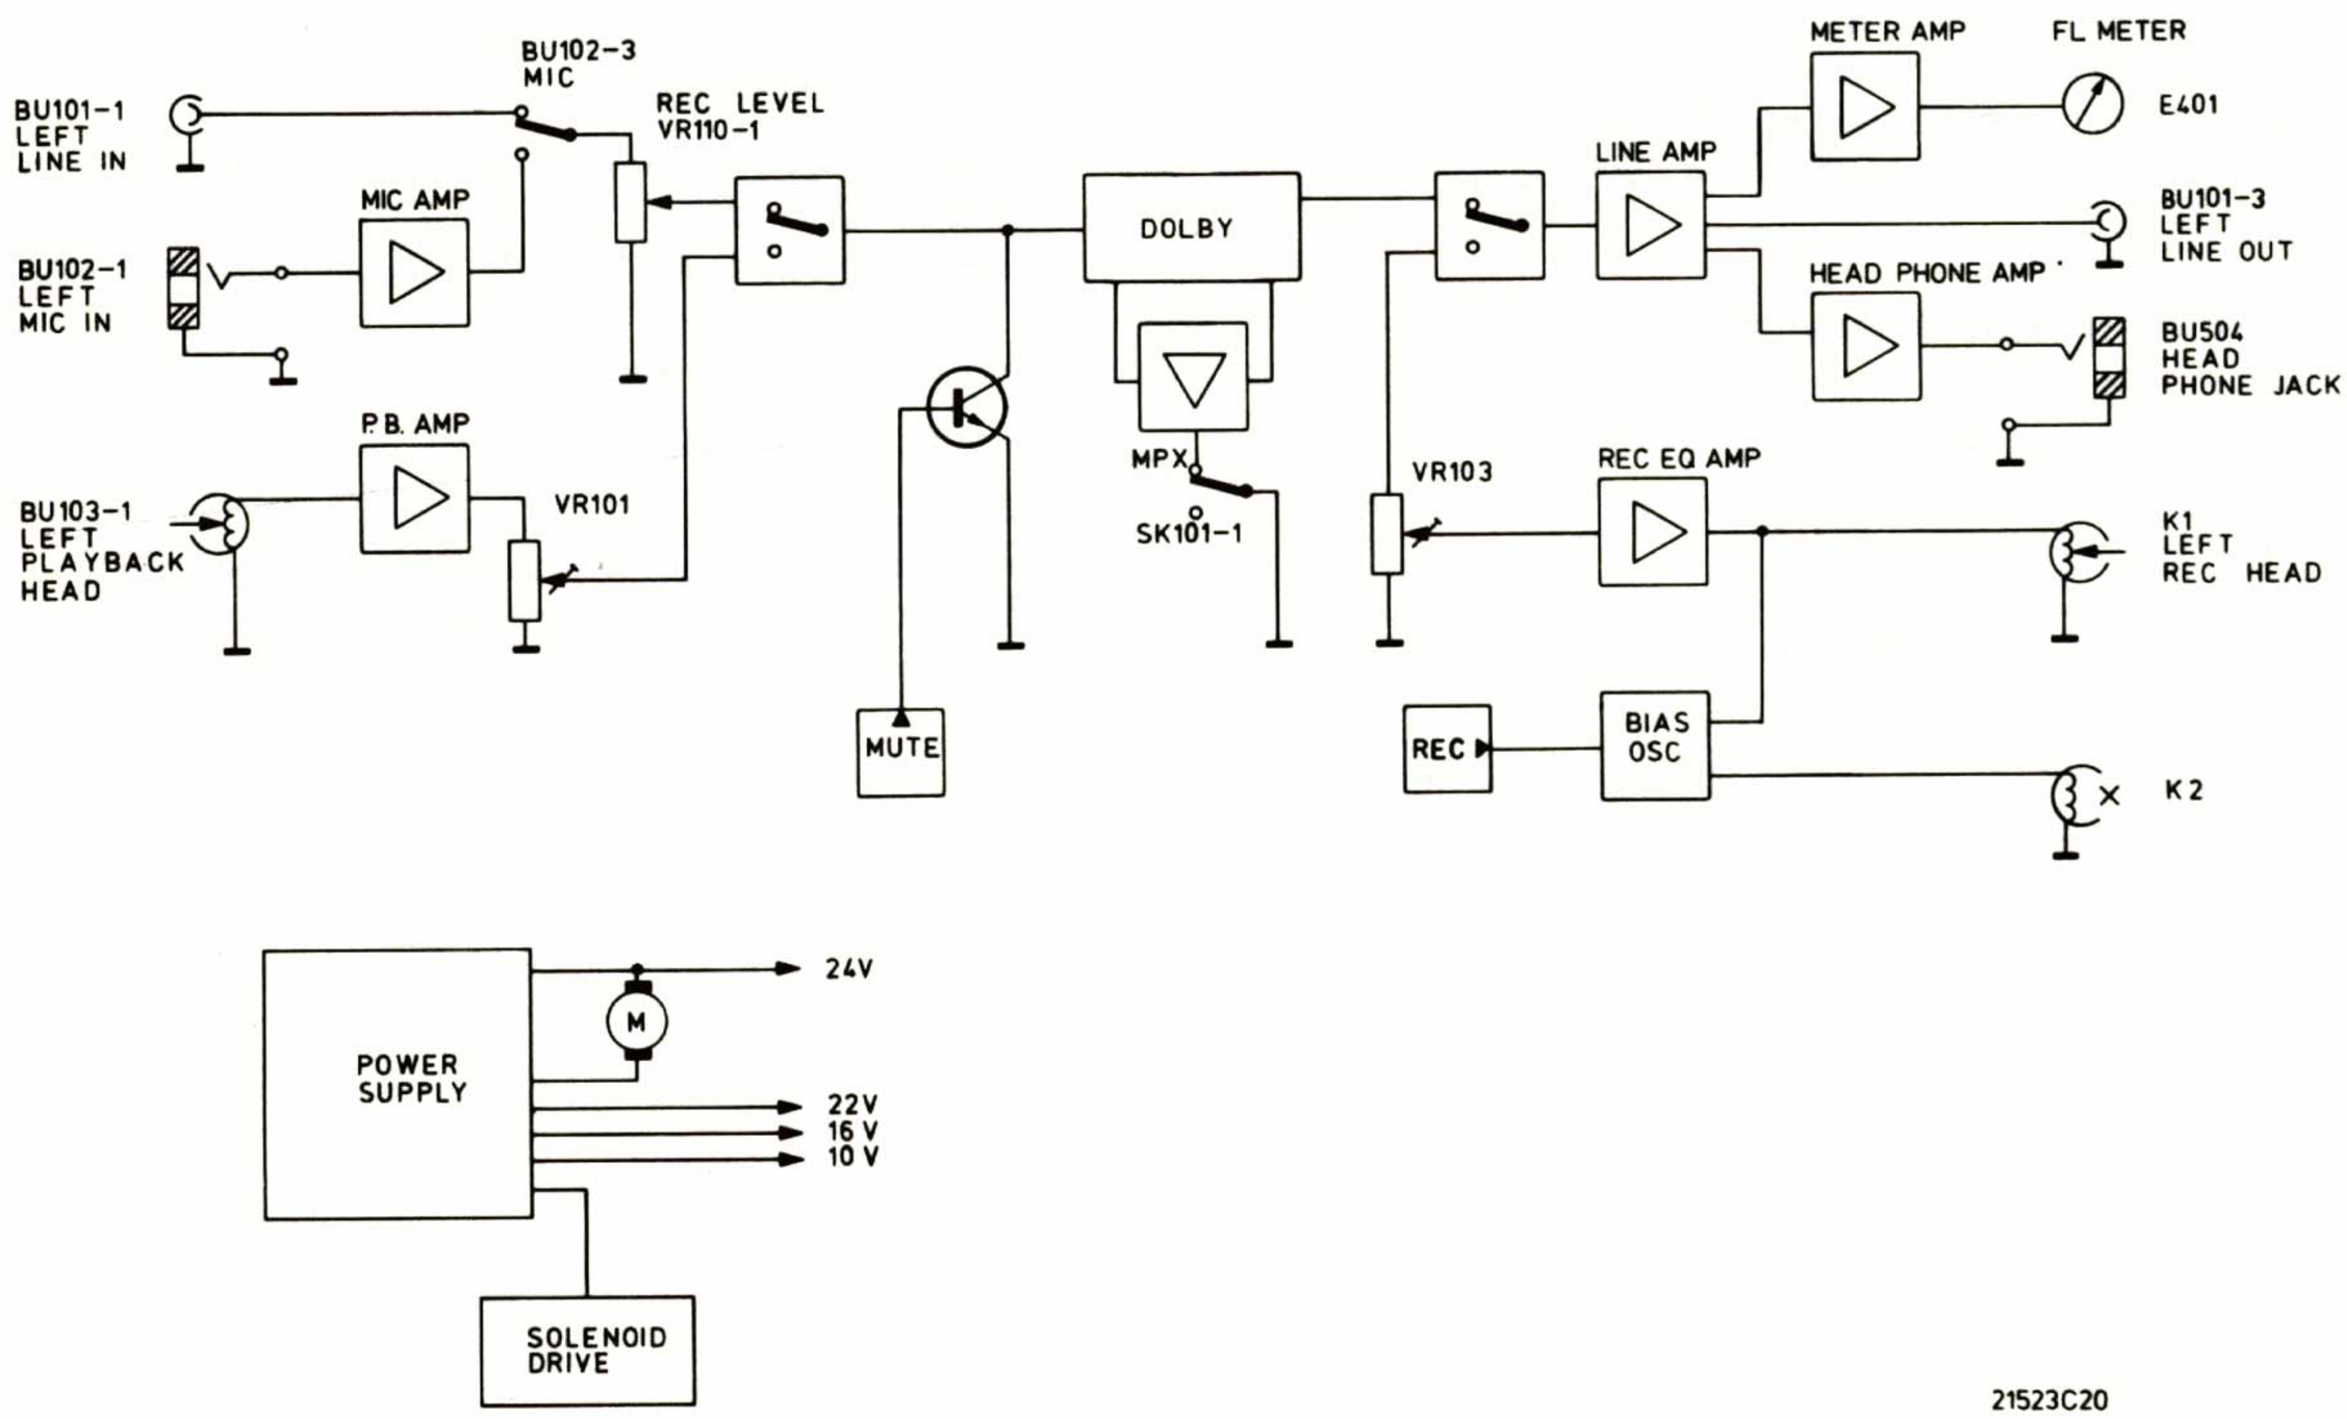
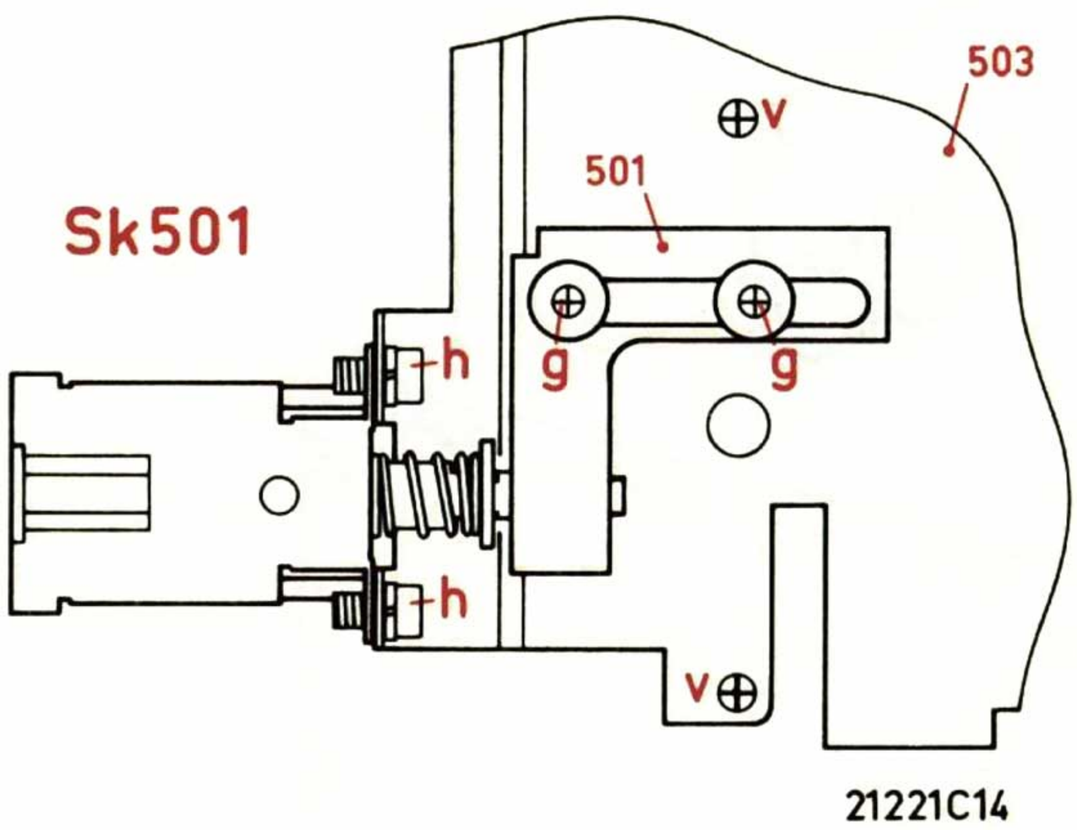

Fig. 4
Fig. 9
- 2 Schroeven "g" verwijderen (Fig. 9).
- Beugel 501 van netschakelaar verwijderen (Fig. 9).
- 2 Schroeven "h" verwijderen (Fig. 9).
- Netschakelaar SK501 met print van loopwerk loshalen, door plaat 503 te verwijderen met 2 schroeven "v" (Fig. 9) en 1 schroef "v" (Fig. 4).